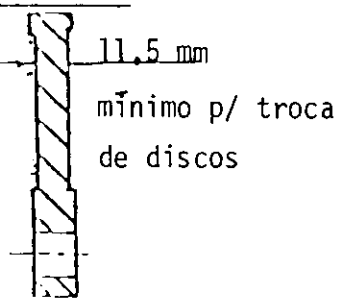

Fig. 2
5 - Monte a alavanca (10) fixando-a com anel trava (11) e em seguida levante o braço da alavanca (10) amarrando nesta posição com arame, conforme mostra a FIG. 2.